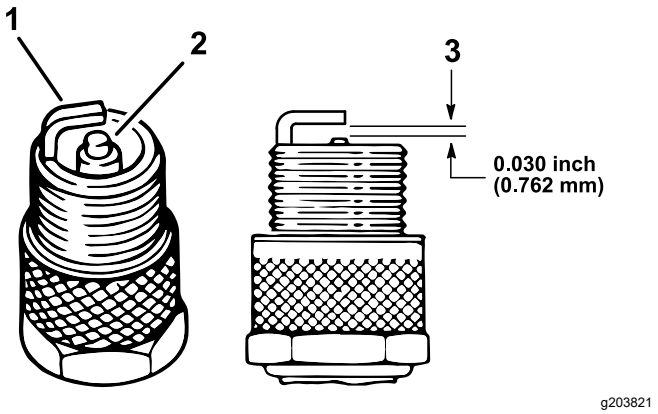

Figuur 37
4. Controleer de staat van de massa-elektrode, de centrale elektrode en de isolator van de centrale elektrode op beschadigingen (Figuur 37).
5. Zorg ervoor dat de elektrodenafstand tussen de centrale elektrode en de massa-elektrode 0,762 mm bedraagt; zie Figuur 37.